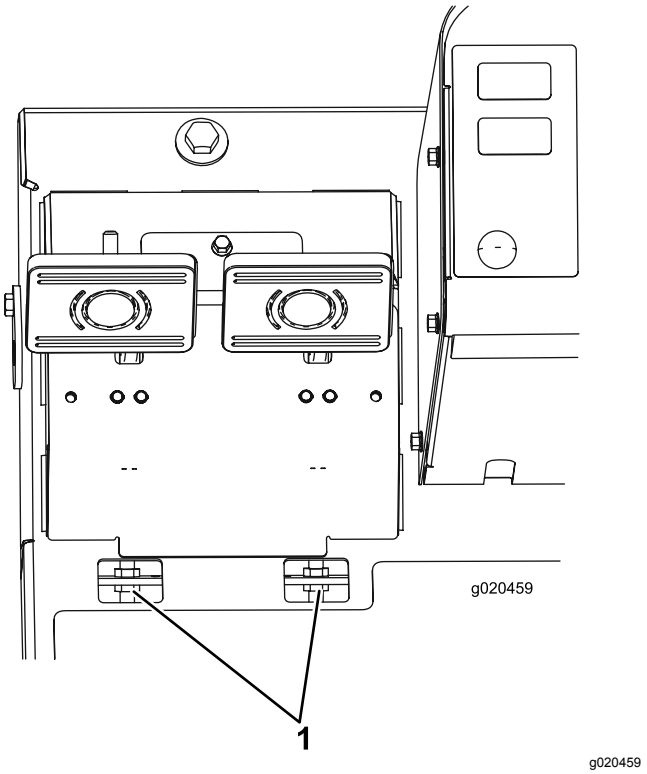

**Figuur 92**
B. Draai de voorste moer op het draadeinde van de remkabel los (Figuur 92).